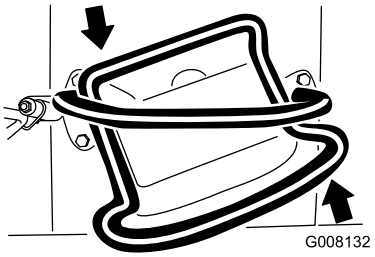

Figur 11
- Vrid drivreglaget moturs för att svänga åt vänster (Figur 11).